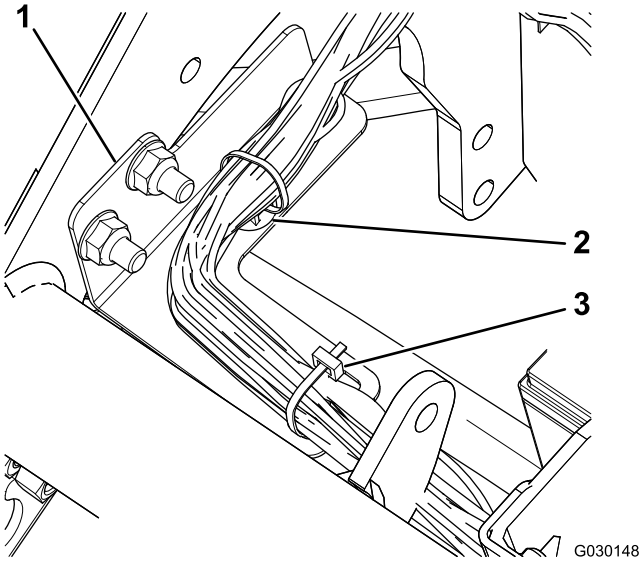

Figur 5
7. Fäst kablaget på kablagefästet med kabeltrycket och ett kabelband (Figur 5).